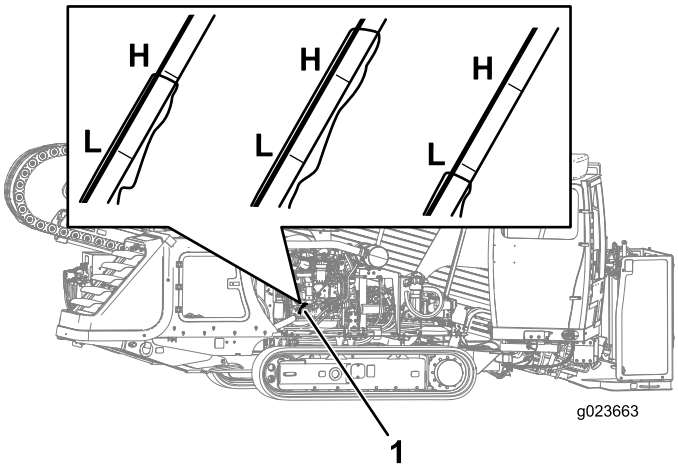

Rysunek 88
3. Wyjąć bagnet (Rysunek 88) i przetrzeć go czystą szmatką.